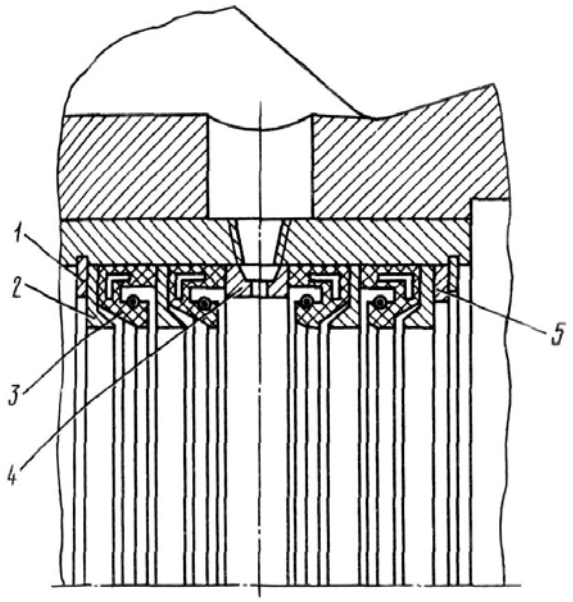
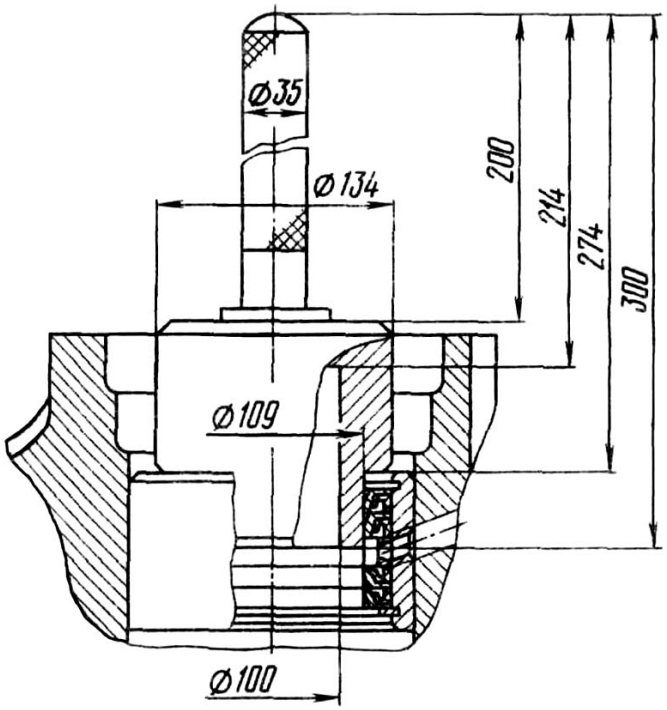

Рис.42. Уплотнительное устройство системы регулирования давления воздуха в шинах:
Рис.43. Запрессовка оправкой комплекта деталей уплотнительного устройства
25. Соберите комплект деталей уплотнительного устройства 8 в соответствии с рис.42. Подсобранный комплект запрессуйте в корпус уплотнительного устройства с помощью оправки (рис.43). Установите второе стопорное кольцо.